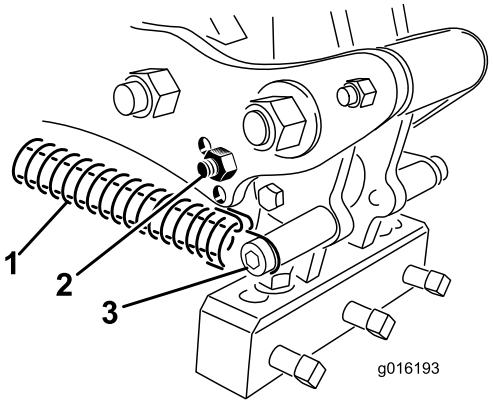

Figuur 35
3. Maak de veerspanning naar de tandenkop los (Figuur 35).
4. Verwijder de bumperbout en de bumper van de koppelingsarm en plaats deze terug in de andere instelopening (Figuur 35).